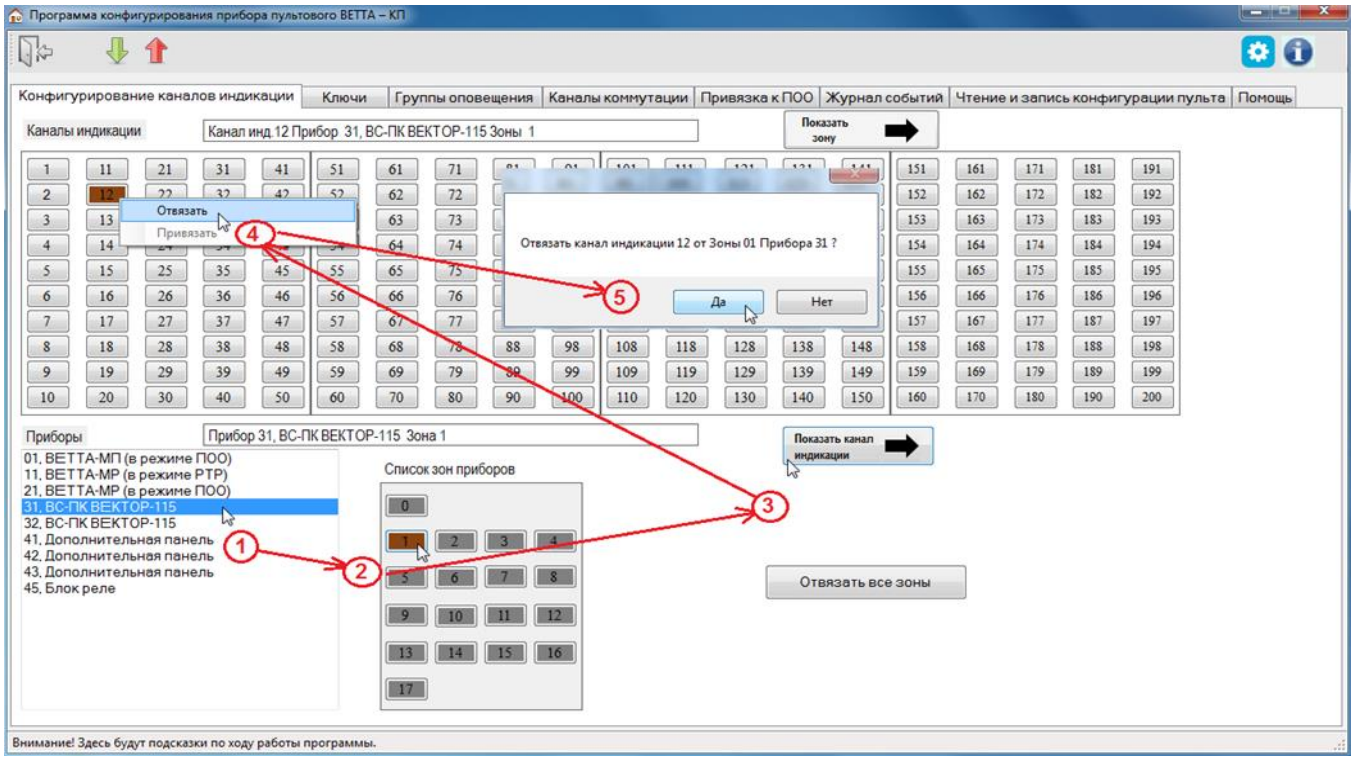

Рис. 18. Порядок действий при отвязке зоны прибора от канала индикации
5) В списке «Приборы» выделите первое устройство, зоны которого отвязываются от каналов индикации (рис. 18, шаг 1), при этом в списке «Список зон приборов» отобразится текущая информация о состоянии привязки зон выбранного прибора к каналам индикации.
6) В списке «Список зон приборов» выделите первую отвязываемую зону прибора (Рис. 18, шаг 2). Выделенная зона подсвечивается тёмным коричневым цветом.
7) Для быстрого нахождения соответствующего зоне канала индикации, нажмите кнопку «Показать канал индикации» (Рис. 18, шаг 3). Канал индикации, связанный с этой зоной, подсвечивается тёмно-коричневым цветом.
8) Кликните по выделенному каналу индикации правой кнопкой мыши для вызова контекстного меню, и затем выберите пункт меню «Отвязать» (Рис. 18, шаг 4).
9) Программа-конфигуратор выводит диалоговое окно с подробной информацией о проводимой операции и запросом подтверждения её выполнения (рис. 18, шаг 5).